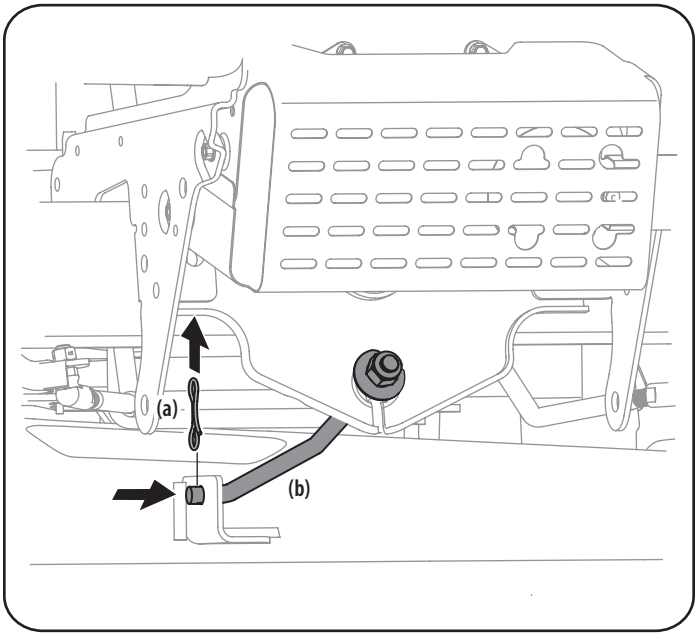

Figura 28
8. Extraiga el pasador de chaveta curvo (a) que sujeta la varilla estabilizadora (b) a la plataforma Deslice la varilla de elevación de la plataforma lejos de la soldadura de montaje de la plataforma como se ve en la Figura 28.